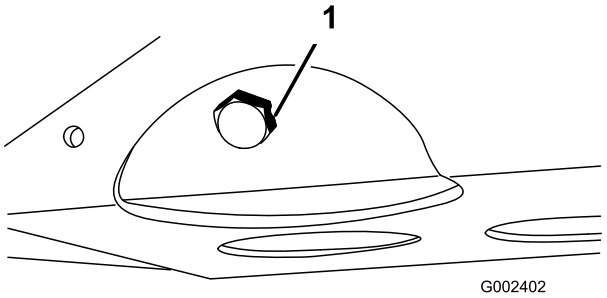

Figur 43
2. Fjern tappepluggen, og la oljen renne ned i et tappefat (Figur 43). Når oljen slutter å renne, setter du tappepluggen på igjen.